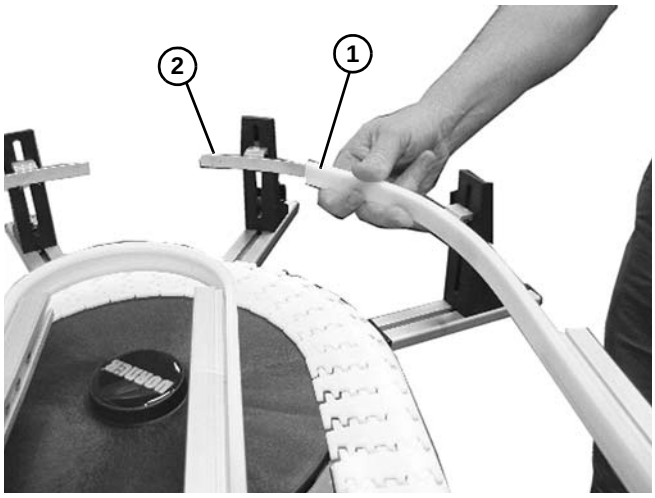

Figure 43
9. On outside of curve, install guiding **(Figure 43, item 1)** on the guide supports **(Figure 43, item 2)**.